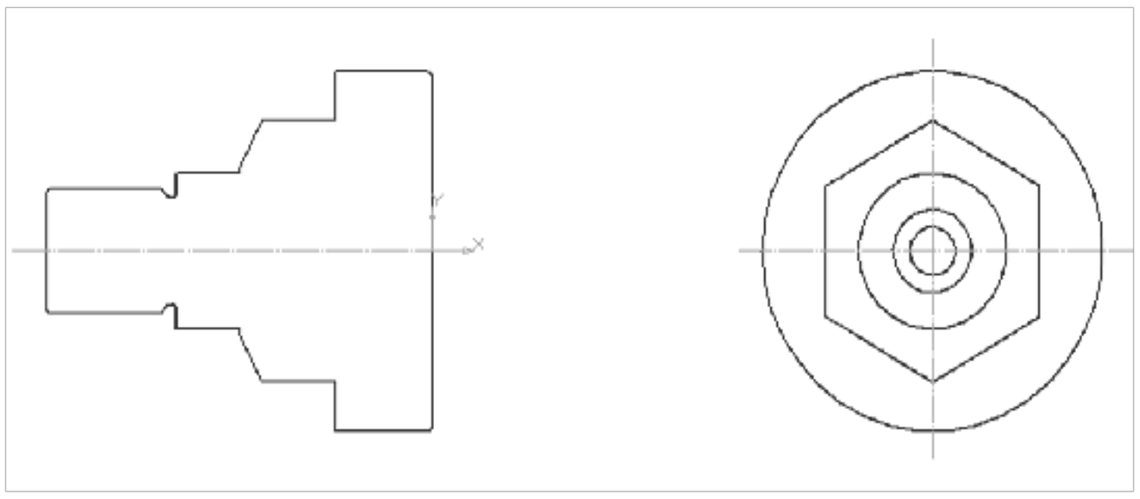

Рисунок 40
2. Наносятся основные контуры проекционных видов, рисунок 40.